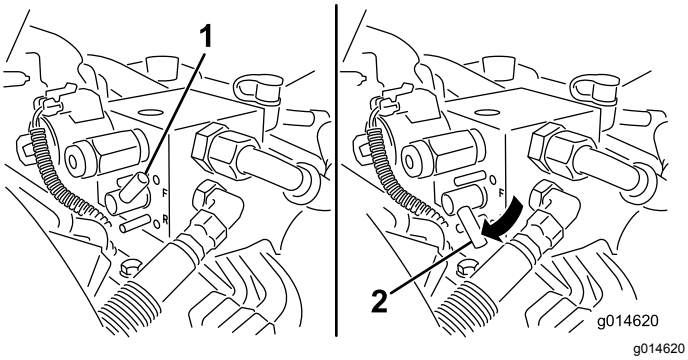

Figur 49
5. Drei slipespaken til R (REVERS)-stillingen (Figur 49).